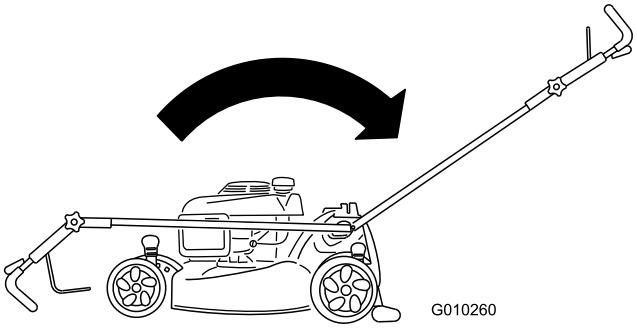

Figuur 3
1. Trek de handgreep naar achteren en houd de bovenste handgreep op zijn plaats (Figuur 3).